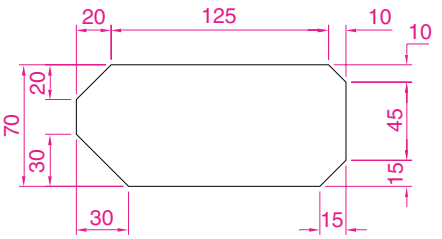

Fig. 6.13 Third example – outline for dimensioning
1. Construct the outline in Fig. 6.13.